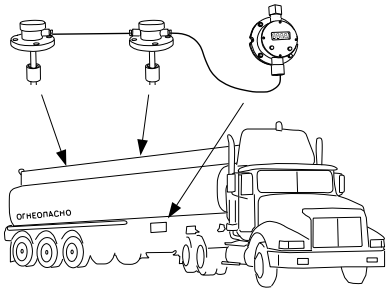
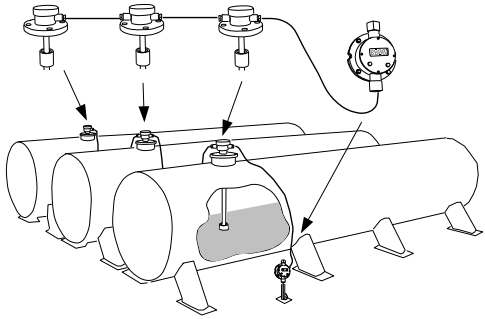

Рисунок 1
Рисунок 2
1.1.2 Система предназначена для оснащения автоцистерн (рисунок 1), резервуарных парков (рисунок 2) и других резервуаров хранения и перевозки жидкостей, где требуется наличие автономного питания.